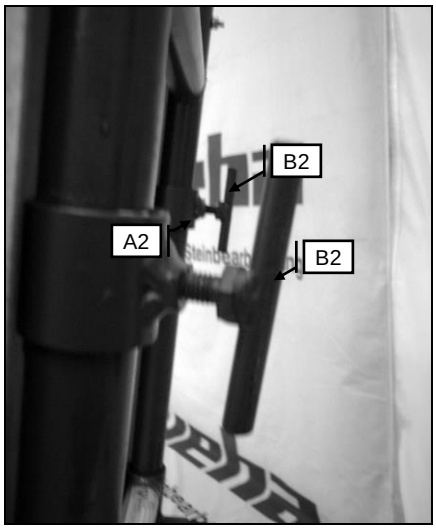

Abbildung 5.2 – Klemmhalter Schwerpunkt
- Jetzt muss sich die Achse mit den zwei Reifen in Richtung der Griffe verschieben, bis hin zu den Klemmhaltern [Abb. 5.2; A2].